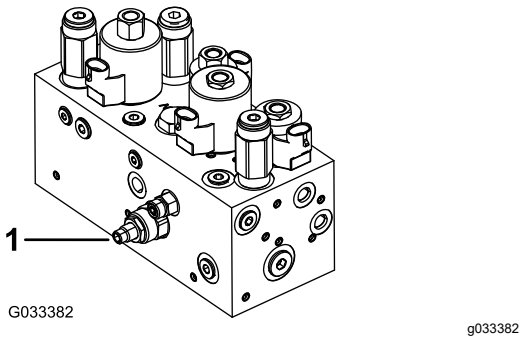

Figur 48
Klippeenhedsløftets/-sænkningens kredsløb er udstyret med en strømreguleringsventil (Figur 48). Denne ventil er fabriksindstillet til ca. tre omdrejninger åben, men det kan være nødvendigt at justere den af hensyn til forskellige hydraulikvæsketemperaturer, klippehastigheder osv.
1. Hæv sædet, og find strømreguleringsventilen til den midterste trækramme (Figur 48), som sidder på siden af hydraulikmanifolden.